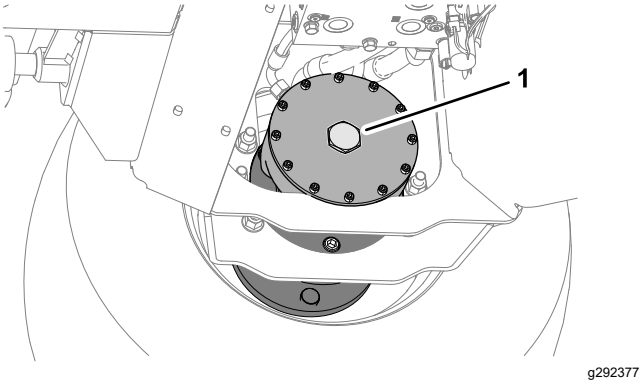

Figur 35
6. Ta bort sexkantspluggen vid den högra framhjulsmotorbromsen (Figur 35).